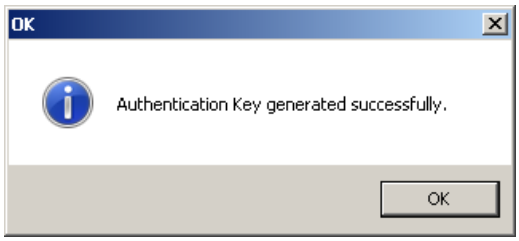

Figure 3-79 Authentication Key Generated Dialog Screen
1. From the TapTalk® Main Screen select **Utility/DNP/Send DNP Configuration File**. TapTalk will display the Authentication Key Generated dialog screen (Figure 3-79).